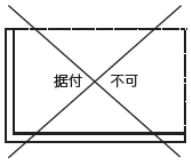

図12
①有効吸込面積[St]が必要吸込面積[Sr]より大きい。
②隣り合う2面の面積（S12、S23、S34、S41）の内で、最小の値が[Sr]の25%以上あること。（図12、13参照）